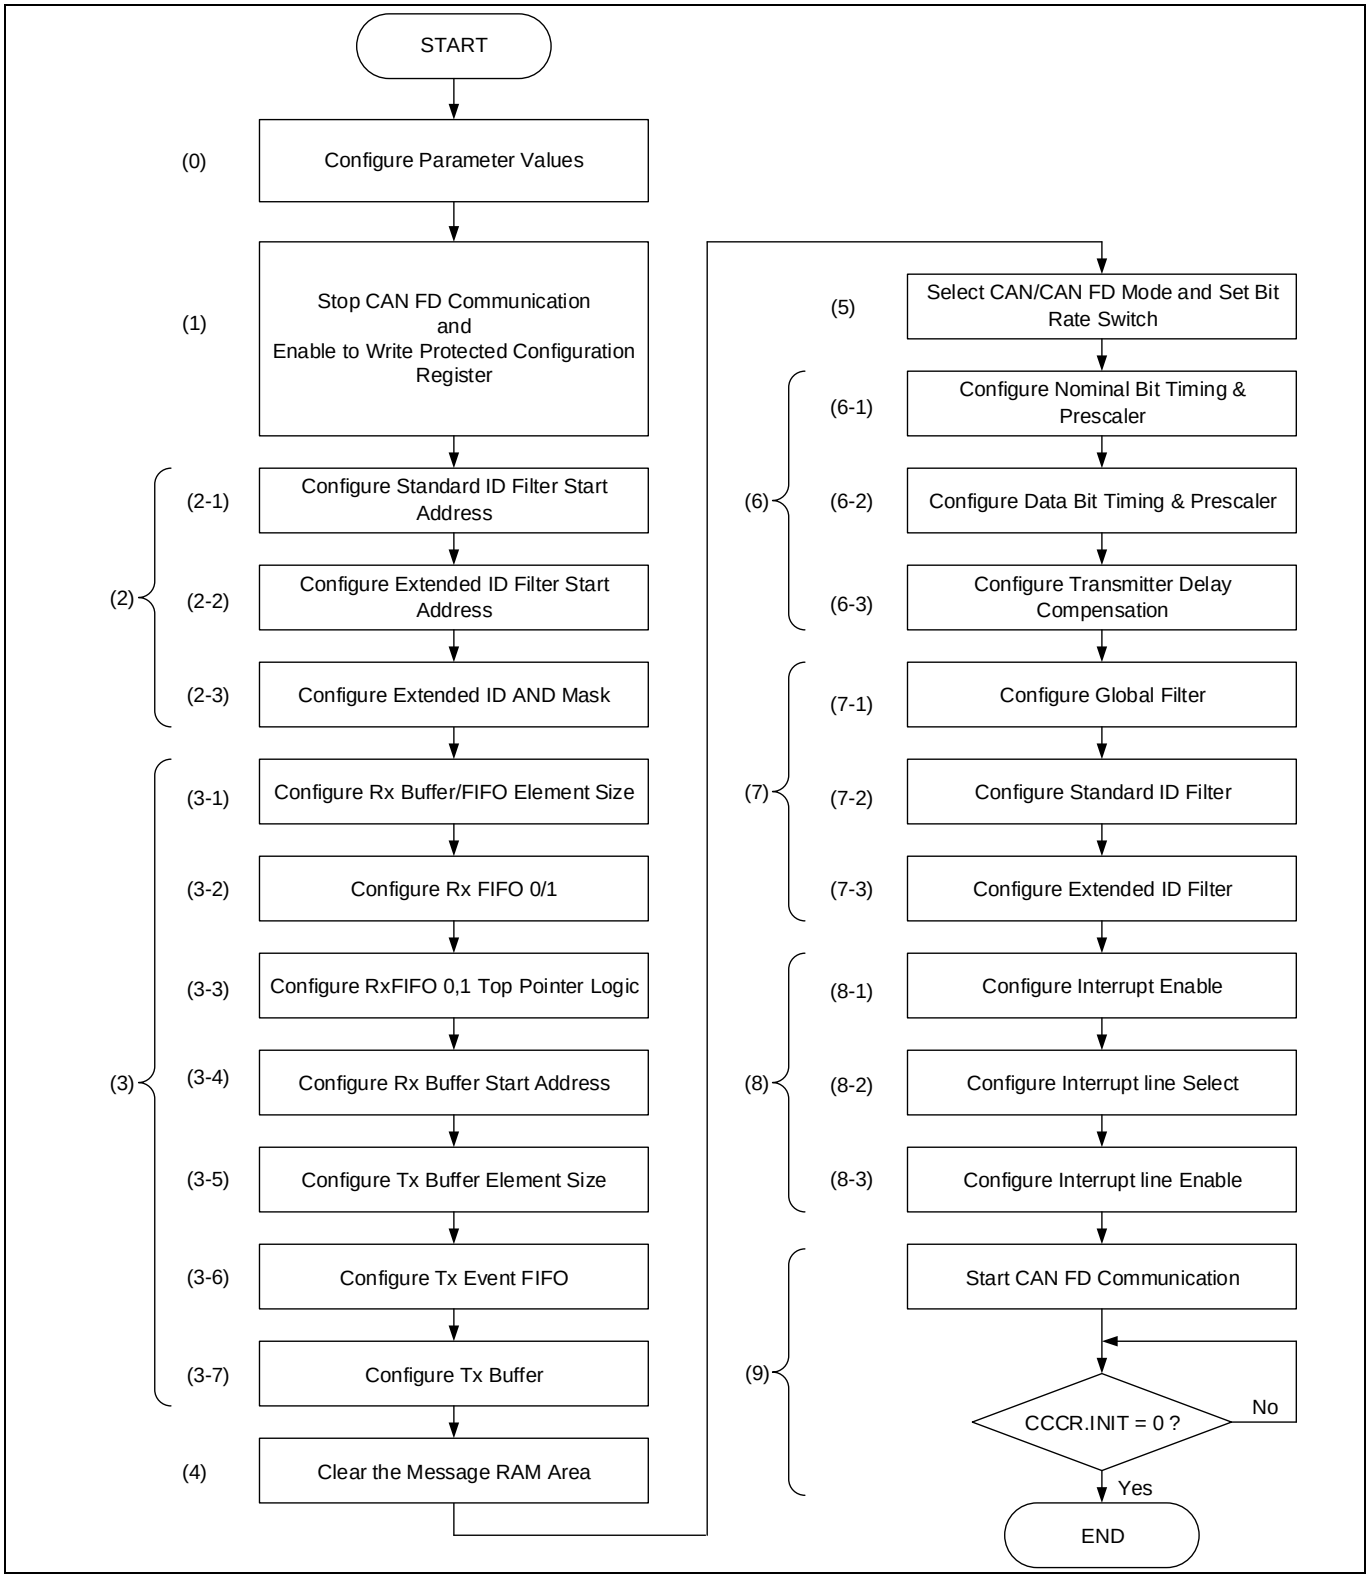

Figure 5 Example of CAN FD initialization flow
Figure 5 shows the flow to initialize the CAN FD controller. In this flow, (0) is performed in the configuration part, (1) to (9) is performed in the PDL driver part, and the Cy_CANFD_Init() implements CAN FD initialization in the cy_canfd.c file of PDL.
(0) Configure the parameter values according to the system.
(1) Set initialization register (CCCR.INIT) to “1” and stop CAN FD communication. Then, enable the Configuration Change Enable register (CCCR.CCE) to enable write access to the write-protected CAN FD configuration registers.
(2) Configure the number of elements of the message filter and the start address offset in the Message RAM with the Standard ID Filter Configuration (SIDFC) register and the Extended ID Filter Configuration register (XIDFC). Configure the Extended ID AND Mask (XIDAM) register for masking the ID bits that are not to be used for extended ID message acceptance filtering.
(3) For Rx and Tx messages, configure the element size of the Rx FIFO and start address offset in Message RAM with the Rx FIFO 0 Configuration (RXF0C) register and Rx FIFO 1 Configuration (RXF1C) register. The Rx FIFO Top pointer logic is enabled/disabled by setting the RXFTOP_CTL register.